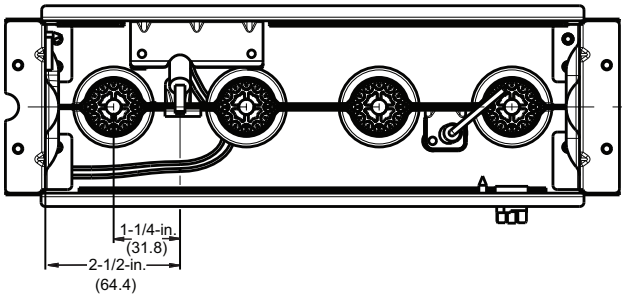
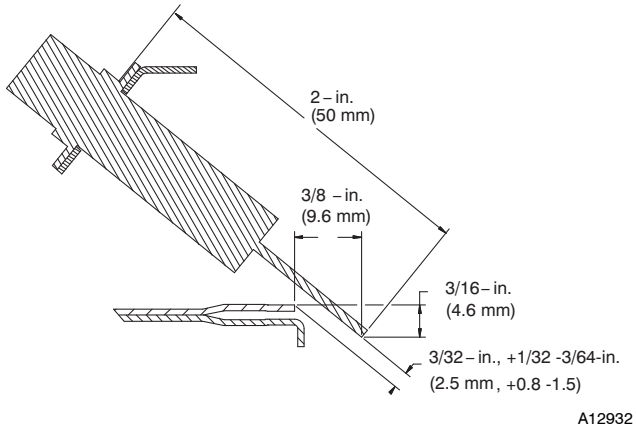

**Figure 6 - Igniter Position - Back View**
**Figure 7 - Igniter Position - Side View**
4. Verify igniter to burner alignment. See Figure 6 & Figure 7.